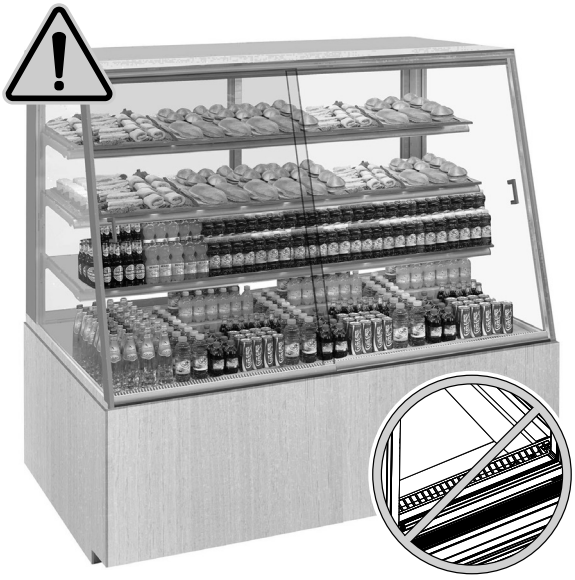

Fig. 13
- La mercancía no obstruye el correcto flujo de aire frigorífico ("Fig. 13").